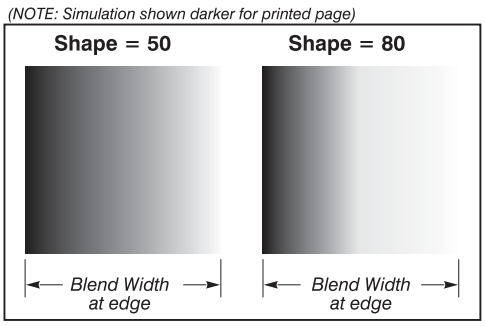

Figure 3.37. "Shape" Examples
- **Blend Shape** determines the rate of roll-off across the blend width, i.e. how quickly the white levels across the blend change from light and dark. Increasing the *Blend Shape* setting accelerates the rate of change at both extremes so that *less* of the region appears mid-gray (see Figure 3.37). Decreasing the *Blend Shape* setting slows the rate of change so that *more* of the region appears mid-gray. For most applications, this subtle control is best left close to 50.